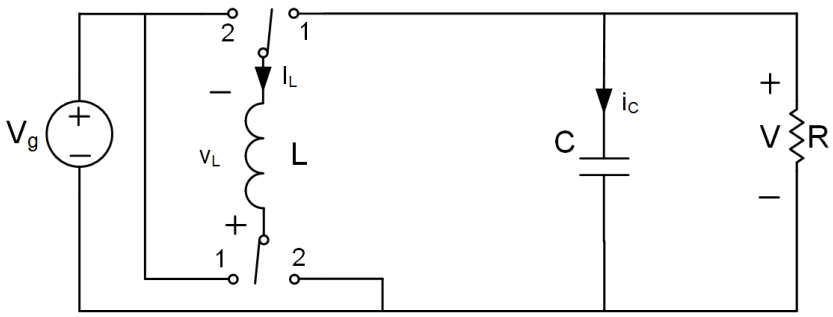

Figure 2.1 –Watkins-Johnson DC/DC Converter
a) By using the volts-sec balance principle, the capacitor charge balance and the small voltage ripple approximation, determine the DC conversion ratio for the Watkins-Johnson converter shown in Fig. 2.1. Use the polarities shown on Fig 2.1 to do your computation. *(15 pts)*
b) The magnetizing force produced by a high current in an inductance can create saturation. To avoid uncontrolled converter operation, inductance saturation must be avoided. The inductance shown in Fig. 2.1 can sustain a current of 22A without reaching the saturation point. By using the following parameters, determines the maximal load current (the value of R in Fig. 2.1) to avoid the inductor core saturation. Note that magnetic saturation occurs on the instantaneous current and not the average or RMS current. Use a switching frequency of 65kHz to do your computation. *(10 pts)*